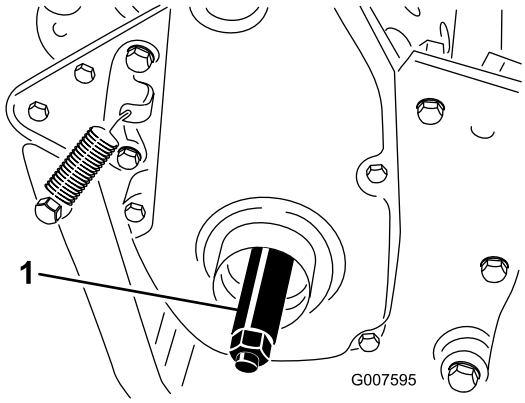

Figur 6
3. Skru den højre hjulaksel ind i drivremskiven på højre side af maskinen (Figur 6).